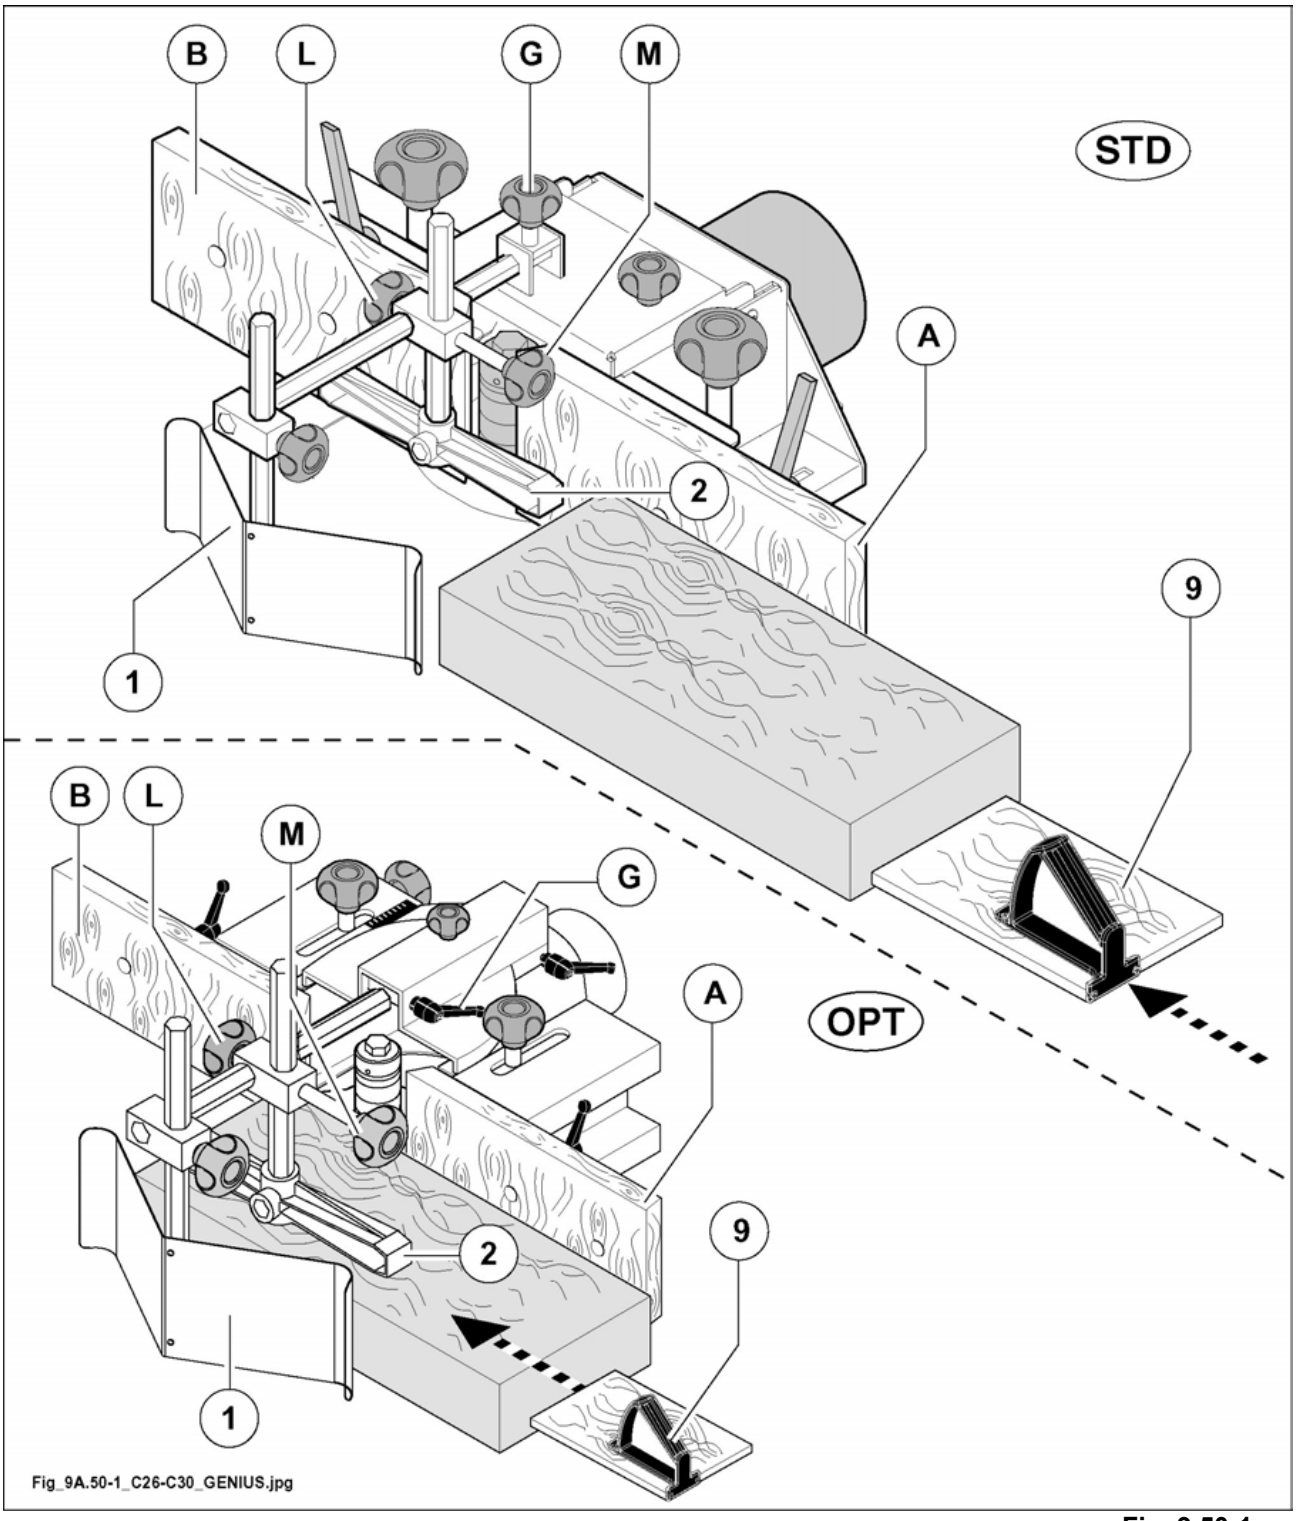

Fig. 9.50-1
- Adjust fence halves (A e B fig. 9.50-1) according to the external cutter diameter.
Adjust the position of the horizontal presser (1 fig. 9.50-1) and the vertical presser (2 fig. 9.50-1) resting it on the piece to be machined and proceed as follows:
- slacken the knob (G fig. 9.50-1) and transversally adjust the presser belt (1 fig. 9.50-1) on the basis of the width of the wood to be processed.
- Loosen the knobs (L fig. 9.50-1) and (M fig. 9.50-1) and position the vertical presser (2 fig. 9.50-1) on the wood maintaining it is close as possible to the cutter.
- Lock the knobs (L fig. 9.50-1) and (M fig. 9.50-1) when the adjustment has been completed.
use flat pusher (9 fig. 9.50-1) to make the piece passage under horizontal pressure shoe (1 fig. 9.50-1) easier.